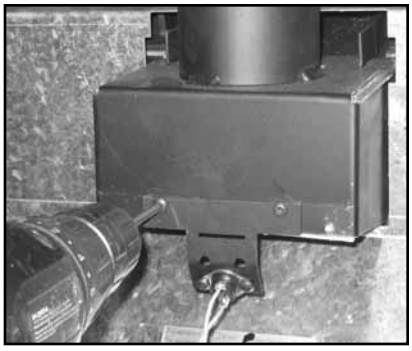

Figure 37: Install Spill Switch on Bracket.
h) Install spill switch bracket with two (2) of the screws removed in the previous step. The spill switch must be angled under the opening (see Figure 37)